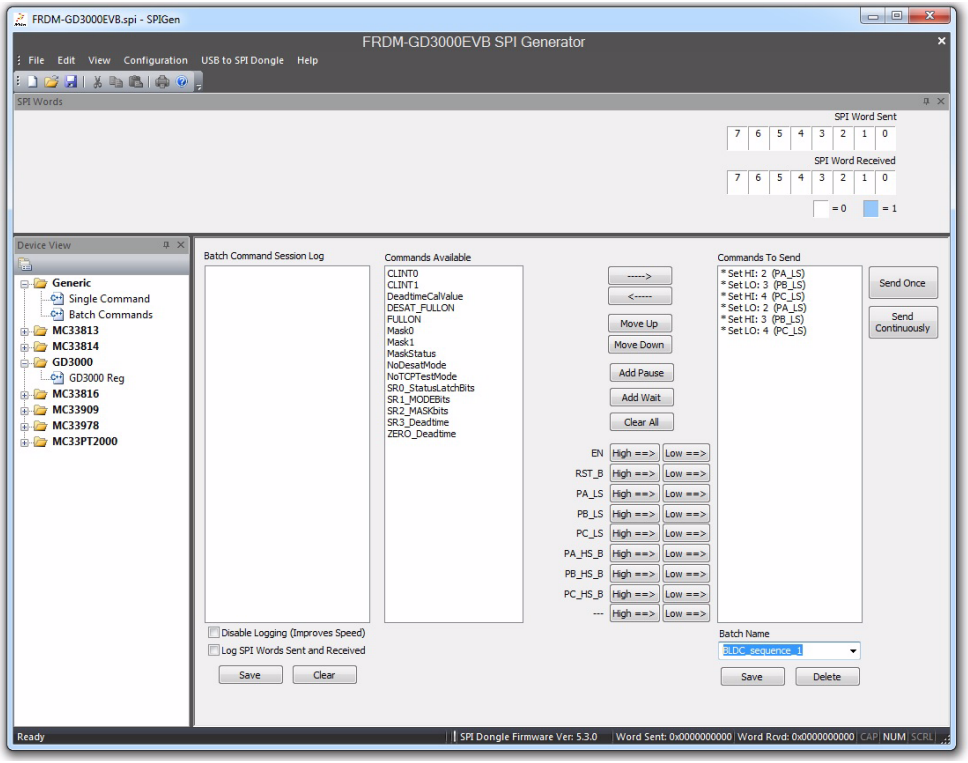

Figure 19. SPIGen select batch command
3. To run a batch command, select the appropriate batch command, as shown in Figure 19.